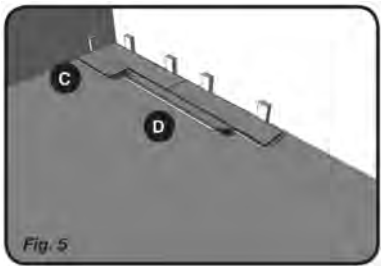

Fig. 5
STEP 5 - fig. 5
Flip the plank back over so that the tongue faces the groove of the adjacent plank; install as shown in Fig. 5.